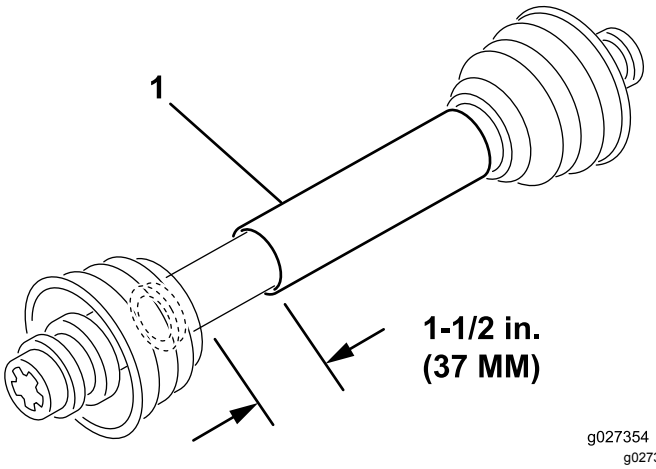

Figura 2
3. Cuando la TDF está en su longitud más corta, las dos mitades deben tener una holgura de al menos 37 mm para que pueda ser comprimido (Figura 2).